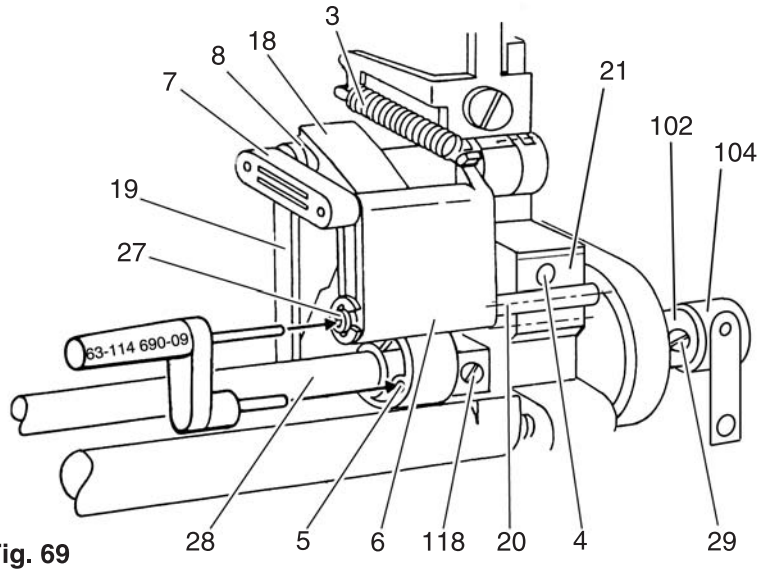

Fig. 69
- Disconnect spring 3 (fig. 69).